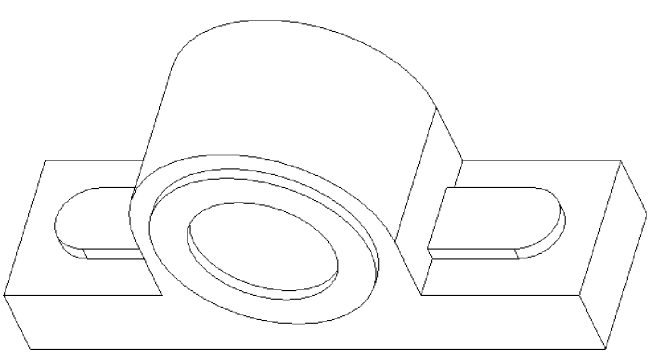

图 3-26 使用拉伸特征创建凸台
(5) 单击【草绘】选项卡中的 按钮,退出草绘状态。
(6) 在【拉伸】操控面板中设置计算拉伸长度的方式为 ,即关于草绘平面单向拉伸。
(7) 在【拉伸】操控面板中设置拉伸特征的拉伸长度为 4.00。
(8) 预览无误后单击 按钮,完成拉伸特征的创建,结果如图 3-26 所示。